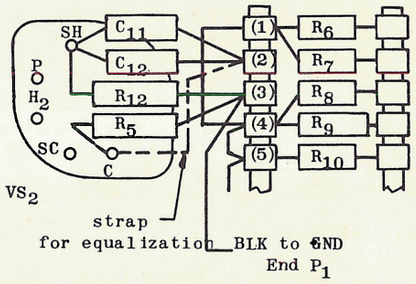

FIGURE 3.
C. Changes in VT_2 Circuit of AM-141 (WD-158 and Figure 3.)
(1) Remove resistors R_7, R_8, and R_5.
(2) Remove straps from terminals "1" to "4" on left hand resistor mounting strips.
(3) Connect strap from R_6 to R_9.
(4) Replace R_7 (SN-540 supplied.) Connect right side to same terminal and left side to R_6, leaving terminal "2" vacant.
(5) Replace R_8 (SN-688 supplied.) Connect right side to same terminal and left side to R_9, leaving terminal "3" vacant.
(6) Disconnect black wire to P_1 from SH terminal (VS_2) and connect to terminal "3" on left hand resistor strip.
(7) Connect C_{11} and C_{12} (SN-788 supplied) from SH terminal VS_2 to terminal "2" on left hand resistor strip.
(8) Connect R_{12} (SN-769 supplied) from SH terminal (VS_2) to terminal "3" on left hand resistor strip.
(9) Connect R_5 (SN-1130 supplied) from terminal "3" on left resistor strip to "C" terminal VS_2.